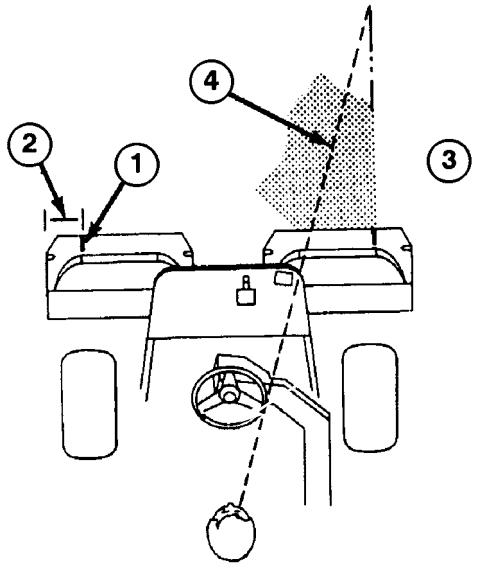

Fig. 16
2. Legg enten en stripe hvitt bånd eller mal en strek på hver gressamler, parallelt med gressamlerens ytterkant (fig. 16).